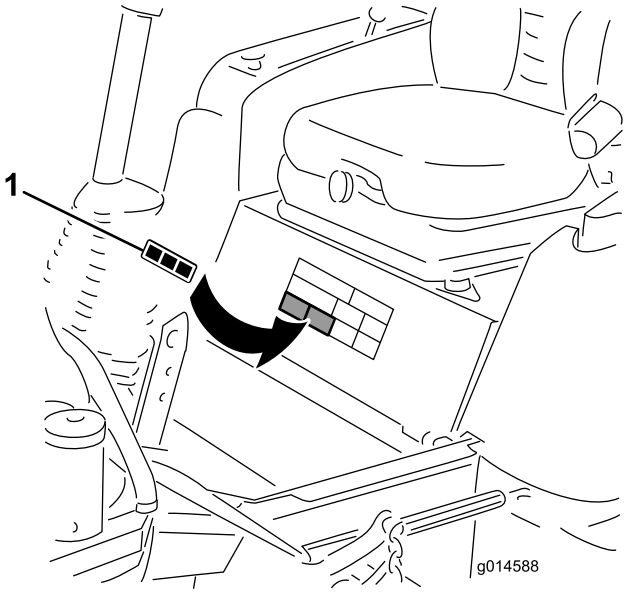

Figur 9
1. Rengör området där dekalen ska sitta noggrant (Figur 9).